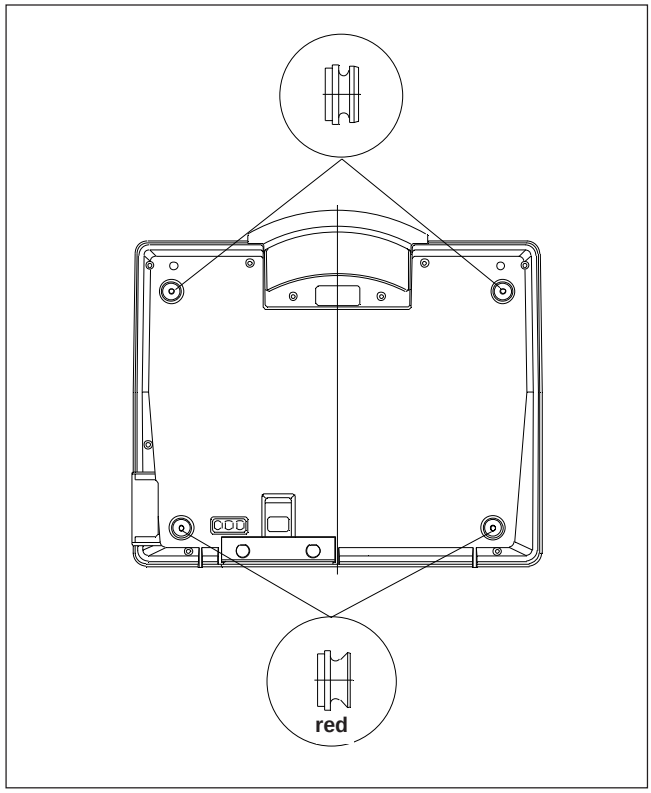

Figure 2
* Please be sure to use the red feet (angular groove) at the bottom, i.e., on the side with the contacts. (See Fig. 2).